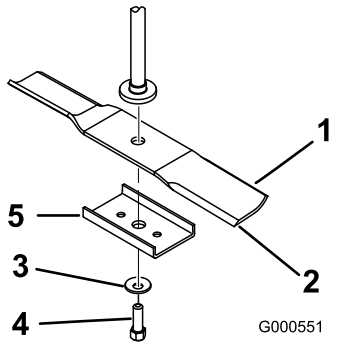

Figur 49
Håll knivänden med en trasa eller en tjockt vadderad handske. Avlägsna knivskruven, den böjda brickan, knivförstärkningen och kniven från spindelaxeln (Figur 49).
1. Montera kniven på spindelaxeln (Figur 49).
2. Montera knivförstärkningen, den böjda brickan (kupade sidan mot kniven) och knivskruven(Figur 49).